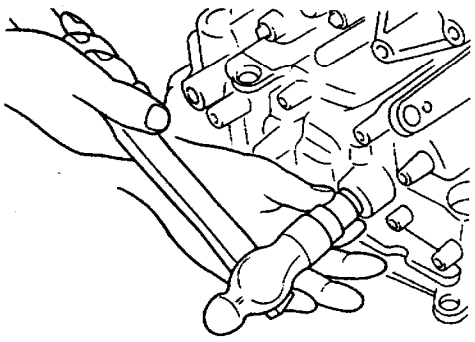

图 9－13－7
(2) 如图 9－13－8 所示，安装手动轴和手动板。
(3) 调整手动轴凹槽和变速器壳体的孔的位置。